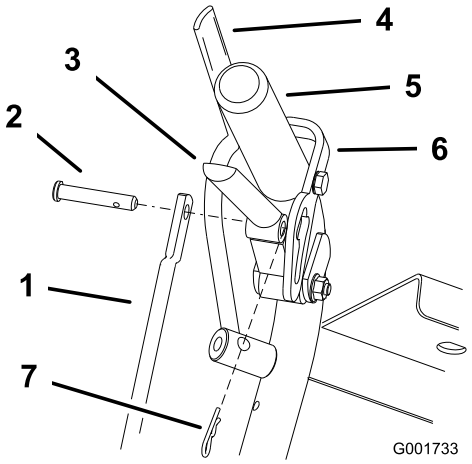
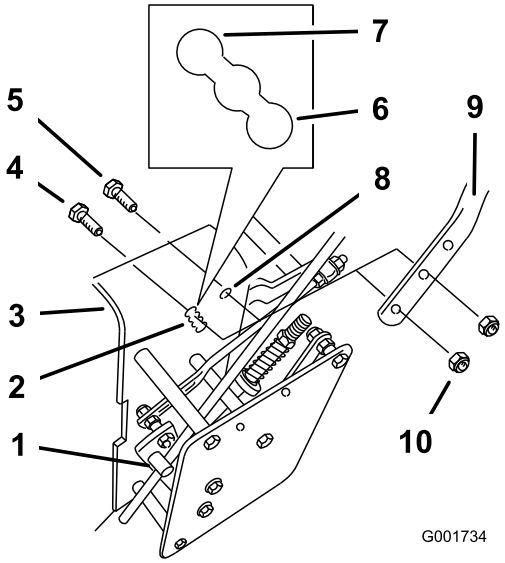

Figuur 18
Figuur 19
1. Verwijder de R-pennen en gaffelpennen uit de rijhendels en de neutrale vergrendelstanden (Figuur 18).
2. Draai de bovenste flensbouten (3/8 x 1-1/4 inch) en de flensmoer los waarmee de handgreep aan het achterframe is bevestigd (Figuur 19).
3. Draai de onderste flensbouten (3/8 x 1 inch) en de flensmoeren los waarmee de handgreep aan het achterframe is bevestigd (Figuur 19).
5. Pas de lengte van de bedieningsstang aan door deze in de fitting te draaien (Figuur 18 en Figuur 19).
6. Steek de R-pen tussen de rijhendels en vergrendelde neutraalstanden en in de gaffelpennen (Figuur 18).